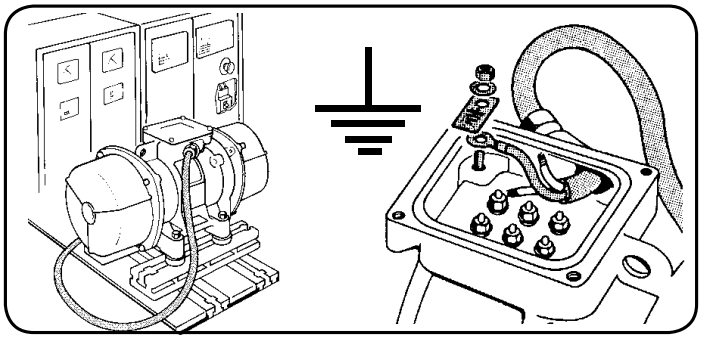

Rysunek 3
- W trakcie montażu należy się upewnić, czy kabel zasilający jest bardzo elastyczny i czy uziemienie jest podłączone (Rysunek 3, strona 13)